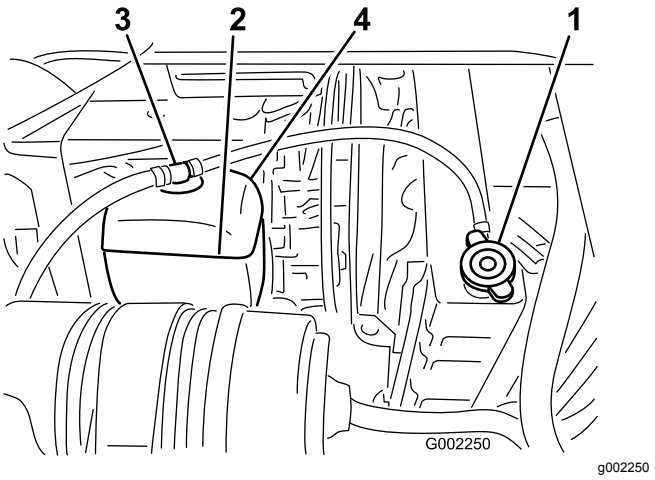

Figura 54
3. Retire cuidadosamente el tapón del radiador y el tapón del depósito de expansión (Figura 54).